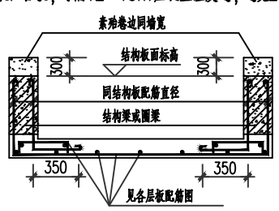

图7.1.10卫生间板配筋图
7.1.10 卫生间、厨房周边从板面以素混凝土向上卷边，卷边高出楼面标高300mm，卷边宽度与墙厚相同，卫生间板低于周边梁底时详图7.1.10。